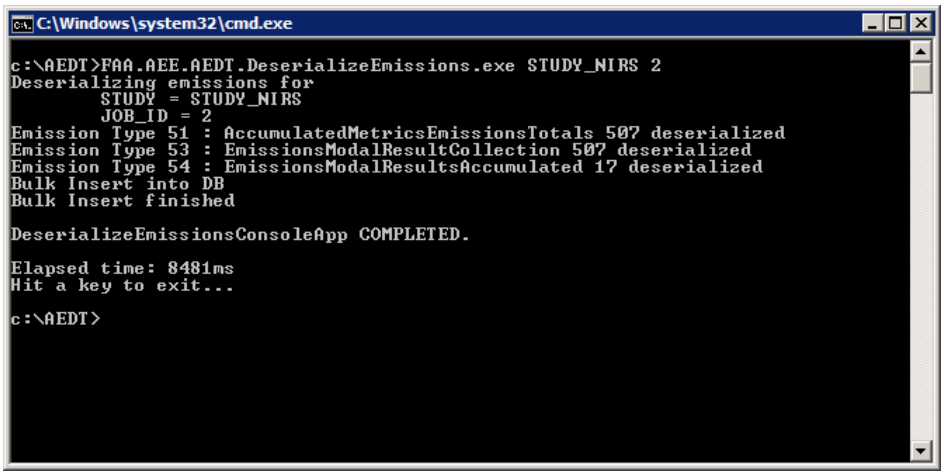

Figure J-7 Deserialize Emissions Console Finish Window
7. Figure J-7 displays the command prompt window when the processing has finished.